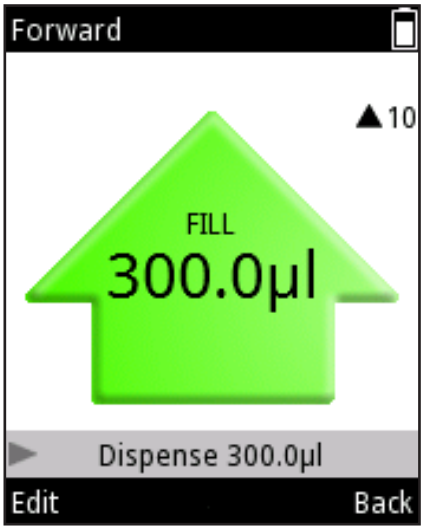

図 D4
1. 容量は、ピペット機能がオンになっている際に (**Edit(変更)**)または、を使って変更することができます(図 D4)。
1.容量は、ピペット機能がオンになっている際に (**Edit(変更)**)または、を使って変更することができます(図 D4)。
1. 容量は、ピペット機能がオンになっている際に (**Edit(変更)**) または、、を押して行うことができます(図 D4)。
1. ピペット操作モード表示で (**Edit(変更)**)または、 を押します(図 D4)。